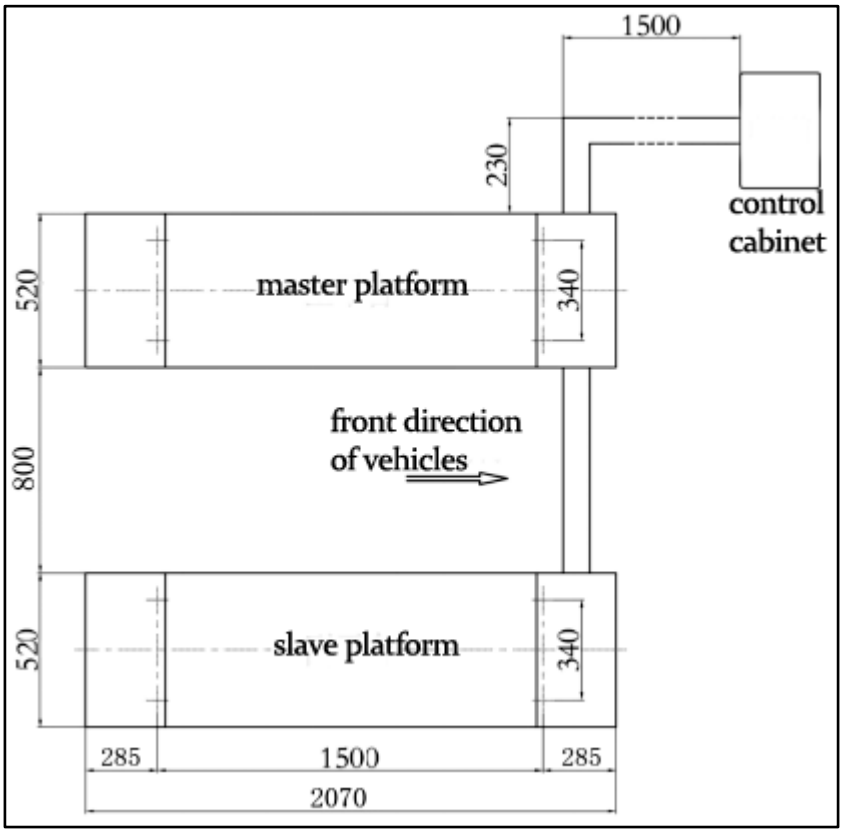

Fig 10 Equipment Installation Drawing
1. Make sure that the ground is not defective. According to Fig.10 equipment installation location picture, determine the installation location and make a line (as a reference for the installation of the equipment). The installation of ground level error should be less than 5mm